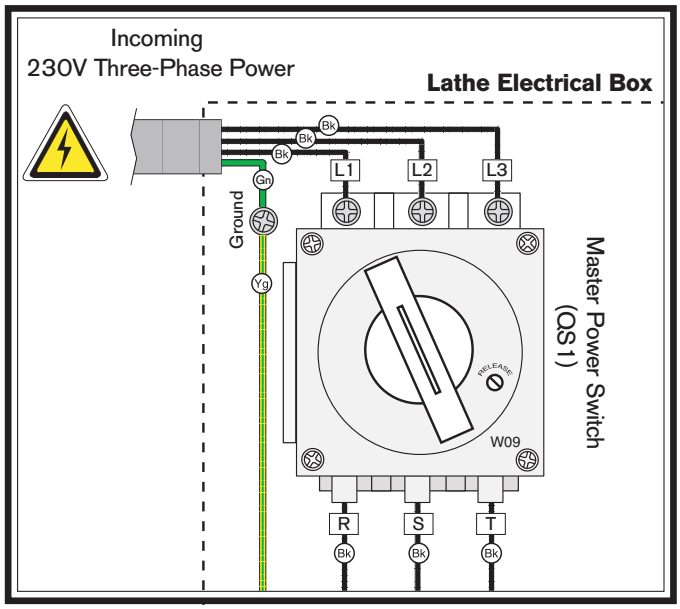

Figure 19. Power connection at master power switch.
3. Connect incoming hot wires to upper master power switch terminals and ground wire to ground terminal, as illustrated in **Figure 19**.
— If spindle rotates in opposite direction, lathe is out of phase. To correct, swap positions of power supply wires **L1** and **L3** shown in **Figure 19** on **Page 22**.